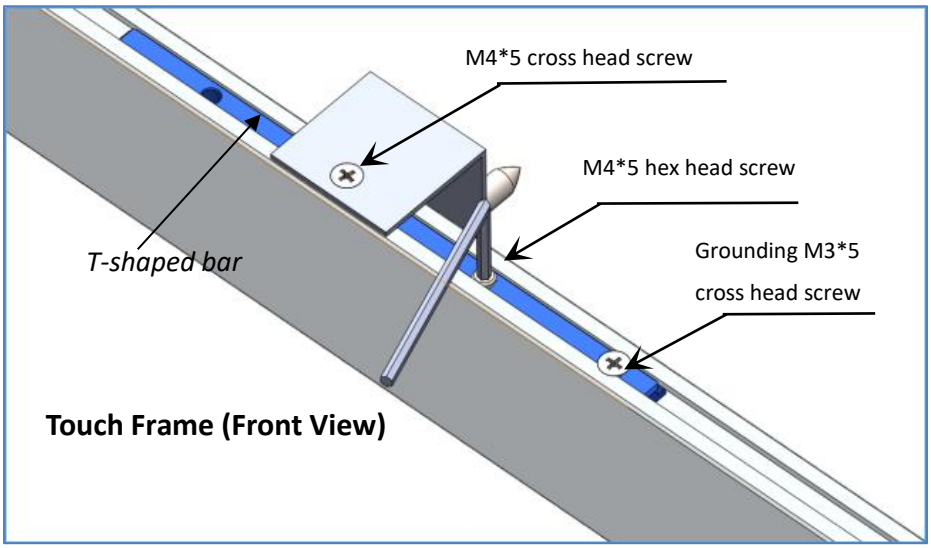

Figure 18 Installing a 50mm T-shaped bar
c) If the conditions on the installation site allow, cover your own gadget, for example, a hook or a hanger, on the 50mm T-shaped bar. Then secure it with M4*5 cross head screws. (see Figure 18)